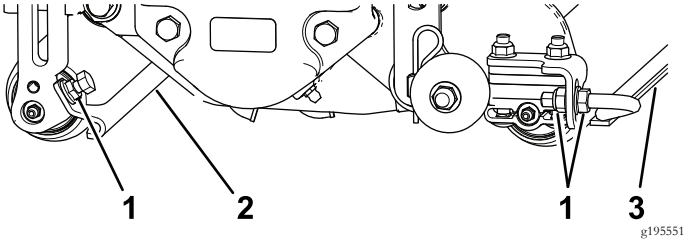

Figure 11
1. Desserrez les écrous à embase qui fixent les racloirs de rouleaux (Figure 11).
Avant d'abaisser les verticutters au sol ou de les déposer du groupe de déplacement, abaissez les rouleaux de transport (Figure 11) pour ne pas endommager les lames au contact de la surface dure.